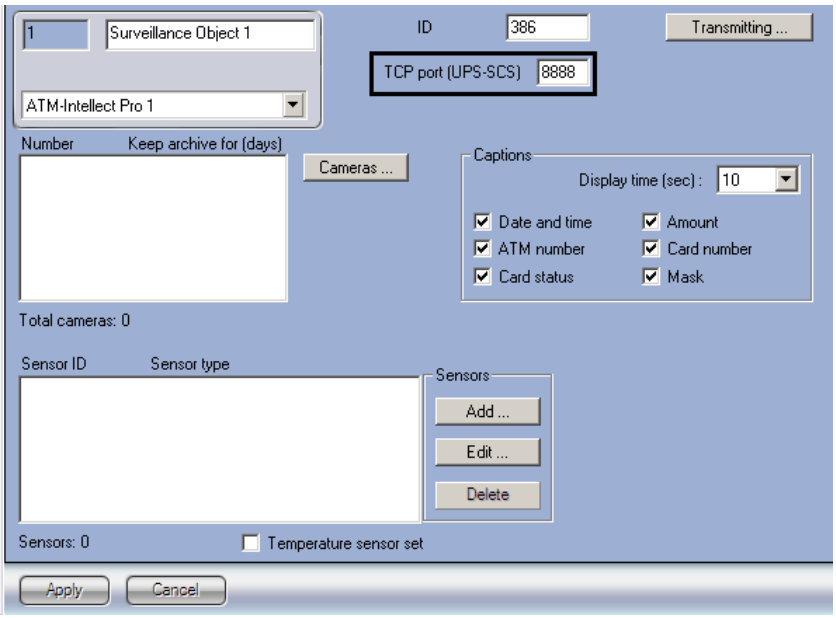

Fig. 4.3—2 Setting the port used to listen for messages from the UPS and Smart Card Service ATMs
1. Go to the **Surveillance Object** object setting panel (Fig. 4.3—2).
2. In the **TCP port (UPS-SCS)** field enter the port used to listen for messages from the UPS and ATMs made by Smart Card Service (see Fig. 4.3—2).